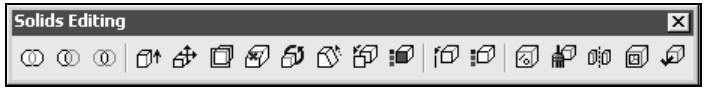

Рис. 7.3. Панель инструментов **Solid Editing**
1. Выбрать пункт **Modify** (Редакт) ⇒ **Solid Editing** (Редактирование тел) ⇒ **Subtract** (Вычитание) (можно использовать кнопку **Subtract** (Вычитание) из ПИ **Solid Editing** (Редактирование тел)). Эту панель инструментов (рис. 7.3) открывают с помощью команды **Solid Editing** (Редактирование тел) КМ любой из открытых ПИ.